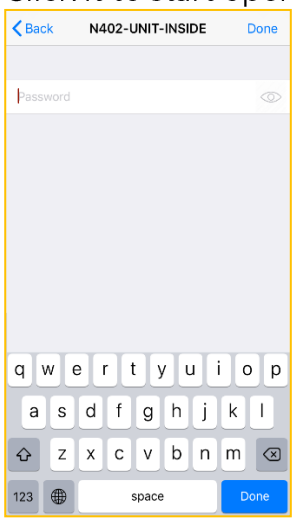

Figure 8
10.2.4.1. Select *the name of* your *WiFi* network from the list *of available connections* and enter the password *(Fig. 8)*.